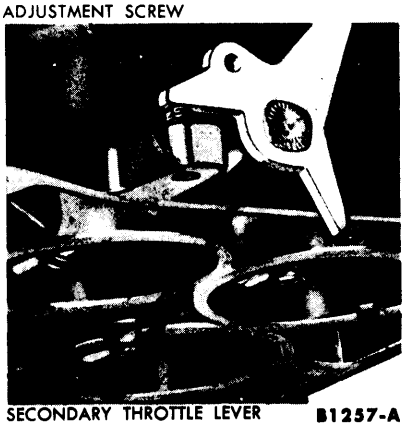

FIG. 24—Secondary Throttle Plate Adjustment
2. Turn the secondary throttle shaft lever adjusting screw out (Fig. 24) until the secondary throttle plates stick in the throttle bores and there is 0.009-inch clearance between the screw and the secondary lever.